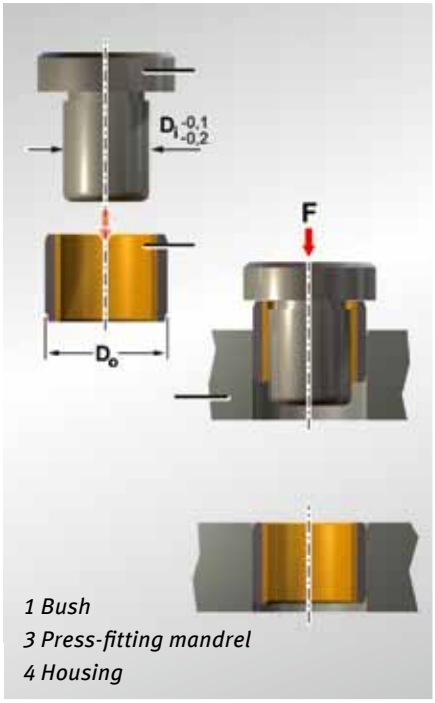

Fig. 50: Flush press-fitting D_0 ‹ 55 mm
- Flush press-fitting with mandrel, without auxiliary ring, as per Fig. 50